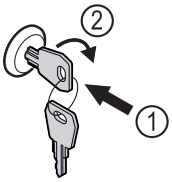

Fig. 195 Reprezentare exemplificatoare
▶ Introduceți cheia prin apăsare *Fig. 195 (1)*.
▶ Rotiți cheia cu 90° în sensul acelor de ceasornic *Fig. 195 (2)*.